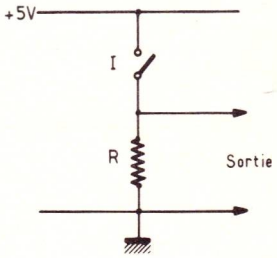
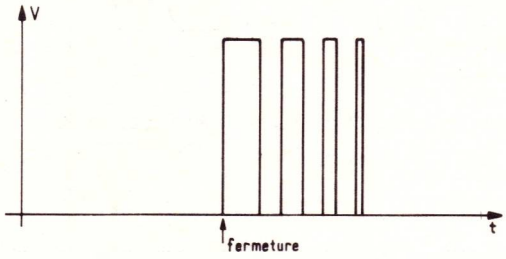
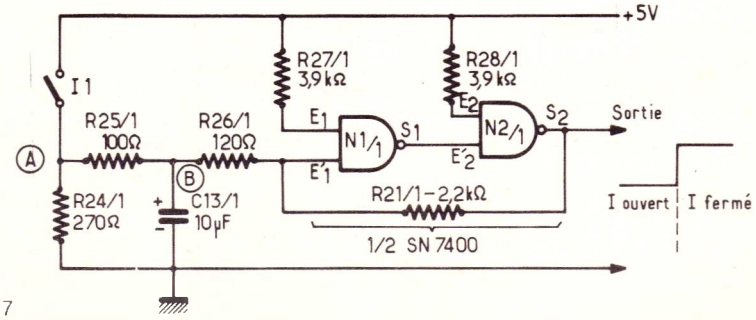
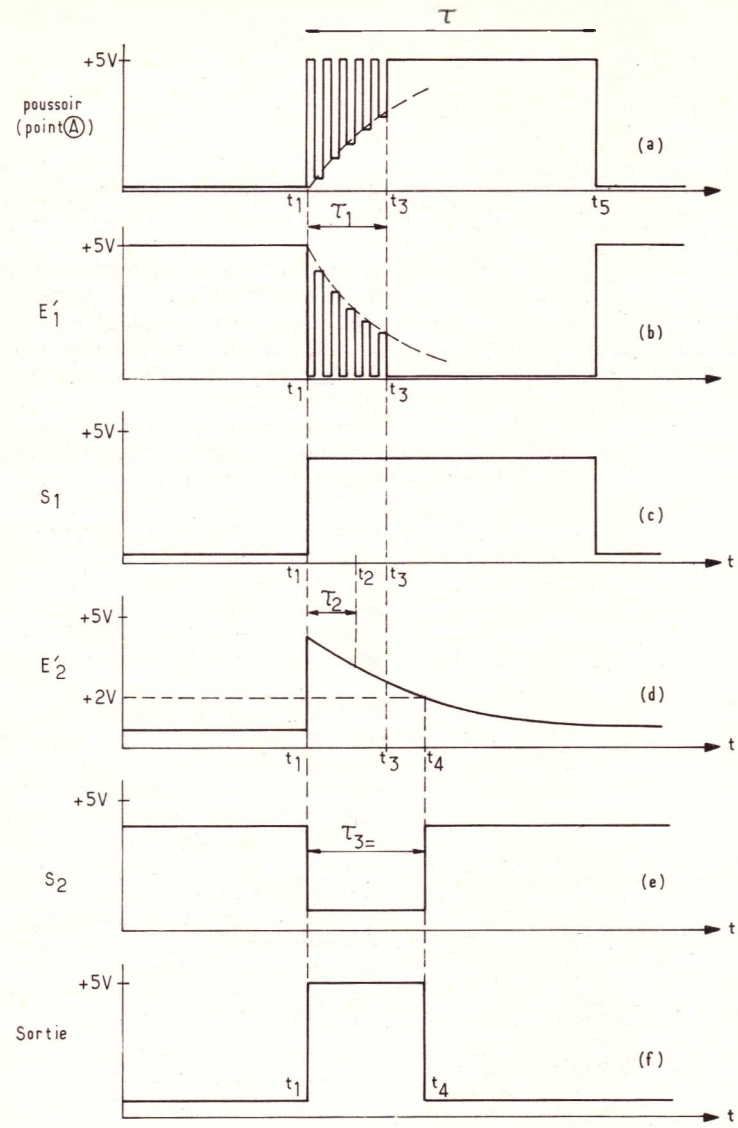

Figure 5
Figure 6
Figure 7
Figure 12
La première idée qui vient, pour sélectionner le choix soit d'un niveau O (tension nulle), soit d'un niveau 1 (par exemple une tension de 5 V), est celle qu'illustre le schéma particulièrement simple de la **figure 5 :** le niveau de sortie est nul quand l'interrupteur I est ouvert, et maximum quand il est fermé.
La réalité se complique par suite des inévitables rebondissements d'un interrupteur. Quand on ferme celui de la figure 5, un examen oscilloscopique de la tension de sortie montre la forme d'onde de la **figure 6.** Celle-ci résulte du fait que le contact se ferme une première fois, puis que la languette mobile rebondit un certain nombre de fois avant la fermeture définitive.
La solution de ce problème conduit au circuit de la **figure 7.** L'interrupteur I_1, à la fermeture, envoie dans la résistance $R_{24/1}$ (2) la forme d'onde représentée à la figure 6. Après intégration par la résistance $R_{25/1}$ de 100 Ω et le condensateur $C_{13/1}$ de 10 µF, on retrouve au point B une tension qui croît lentement quand on ferme l'interrupteur I_1 **(figure 9).**
Le problème à résoudre est voisin de celui posé précédemment par les interrupteurs. Les étapes de la solution, obtenue grâce aux circuits de la **figure 10,** sont résumées dans les différentes courbes de la **figure 12.**
Si T est la durée pendant laquelle on presse le poussoir pour établir le contact, on observe en fait une suite de rebondissements à partir de l'instant t_1, comme dans le cas de la figure 6 (courbe non représentée dans la figure 12).
Une première intégration due au condensateur $C_{14/1}$ de 10 µF **(figure 10),** permet de donner aux impulsions parasites, une amplitude décroissant exponentiellement depuis l'instant t_1, jusqu'au dernier rebondissement qui finit à l'instant t_3 (courbe a, figure 12). Ces impulsions sont transmises par un pont diviseur ($R_{30/1}$ de 47 kΩ et $R_{31/1}$ de 22 kΩ), à la base du transistor $T_{10/1}$ de type BC317, chargé dans son collecteur par la résistance $R_{32/1}$ de 3,9 kΩ.
Normalement bloqué quand sa base est maintenue au potentiel de la masse par la résistance $R_{31/1}$, $T_{10/1}$ se sature d'abord au rythme des rebondissements, puis constamment après l'instant t_3. Les tensions relevées sur son collecteur, et appliquées à l'entrée E'_1 de la porte NAND $N_{1/1}$ à travers la résistance $R_{33/1}$ de 330 Ω, ont donc l'allure représentée par la courbe b de la figure 12.
L'entrée E'_2, qui était maintenue au niveau zéro par la résistance $R_{34/1}$ de 270 Ω, passe au niveau 1, transmis par le condensateur $C_{15/1}$ de 100 nF. Ce condensateur se déchargeant ensuite à travers $R_{34/1}$, la tension sur E'_1 décroît exponentiellement. Elle reprend l'état zéro à l'instant t_4 (figure 12, courbe d).
Comme l'entrée E_2 du deuxième NAND est maintenue en permanence au niveau 1 par la résistance $R_{35/1}$ de 3,9 kΩ reliée au + 5 V, on recueille finalement sur la sortie S_2 un créneau négatif de durée (t_4-t_1) indépendante et de la durée de fermeture du poussoir, et de l'existence des rebondissements (figure 12, courbe e).